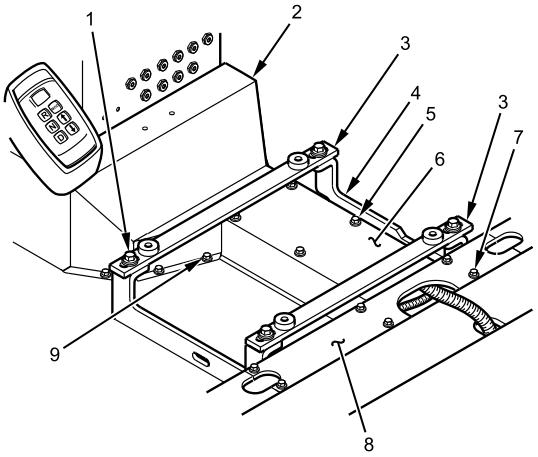

Figure 8. PDM Harness Electrical Storage Shield and Duct Covers.
5. Install electrical harness storage duct rear center cover (Figure 8, Item 8) with six bolts (Figure 8, Item 7). Tighten bolts securely.
6. Install electrical harness storage duct center cover (Figure 8, Item 6) with six bolts (Figure 8, Item 5). Tighten bolts securely.
7. Install two crossbars (Figure 8, Item 3) on center mounting brackets (Figure 8, Item 4) with four bolts (Figure 8, Item 1), lockwashers, and flat washers. Tighten bolts securely.
8. Install PDM harness electrical storage shield (Figure 8, Item 2) with eight bolts (Figure 8, Item 9). Tighten bolts securely.